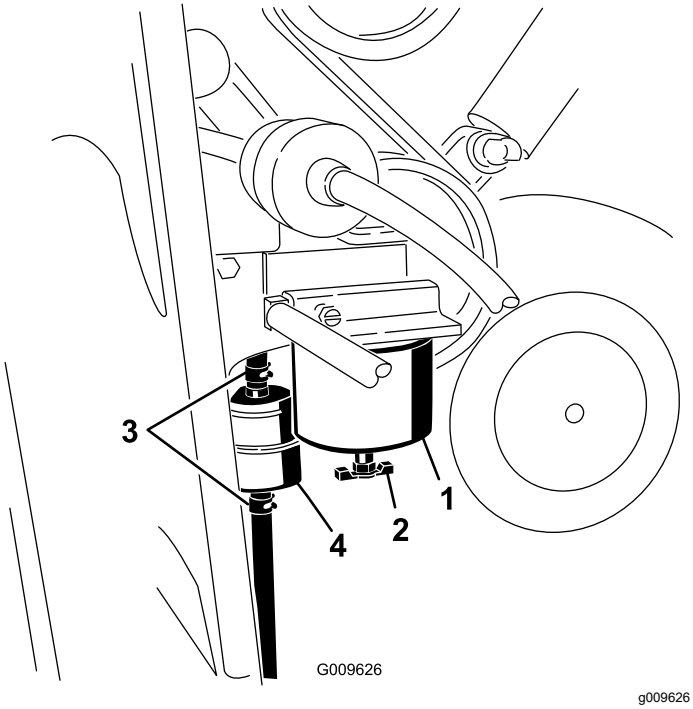

Figura 35
3. Localice el filtro de combustible en el lado derecho del motor (Figura 35) , y coloque debajo un recipiente limpio.
4. Localice los filtros de combustible en el lado derecho del motor (Figura 35), y coloque debajo un recipiente limpio.
5. Limpie la zona de montaje del cartucho del filtro (Figura 35).
6. Retire el cartucho del filtro y limpie la superficie de montaje (Figura 35).
9. Instale el cartucho del filtro a mano hasta que la junta entre en contacto con la superficie de montaje, luego gírelo media vuelta más (Figura 35).
10. Localice el filtro en línea situado a la izquierda del cartucho del filtro de combustible (Figura 35) y observe la flecha de sentido de flujo impresa en el lateral del filtro en línea.
11. Abra las abrazaderas de cada extremo del filtro en línea y retire las mangueras del mismo (Figura 35). Deseche el filtro.
12. Deslice las mangueras sobre el extremo de un filtro nuevo (Figura 35), asegurándose de que la flecha del filtro apunta hacia el motor o la bomba de combustible eléctrica.